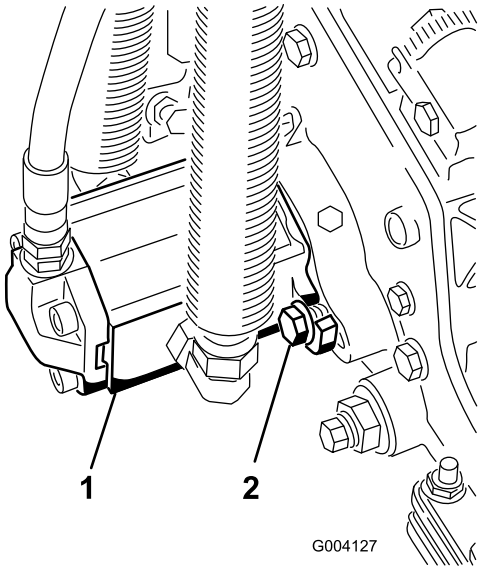

Rysunek 11
15. Zamontuj silnik, obracając go w prawo, tak aby kołnierze silnika odsunęły się od śrub niewypadających (Rysunek 11). Obróć silnik w lewo, tak aby kołnierze objęły śruby niewypadające, a następnie dokręć śruby.